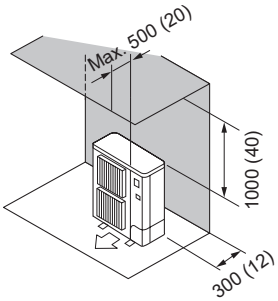

Fig. 2-7
(2) Obstacles uniquement à l'arrière et au-dessus (Fig. 2-7)